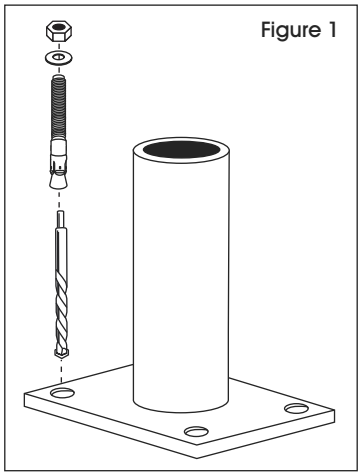

Figure 1
2. À l'aide d'une mèche à maçonnerie de 1/2 po de diamètre, percez au sol un trou d'environ 7,6 cm (3 po) de profondeur. (Voir Figure 1)